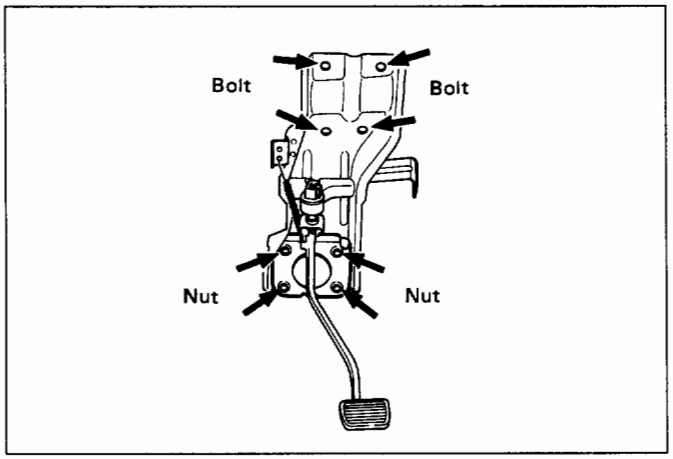

Fig. 10-21
- Disconnect the brake pedal link and the brake switch, and remove 4 fixing bolts and nuts on the bracket. (Fig. 10-21)